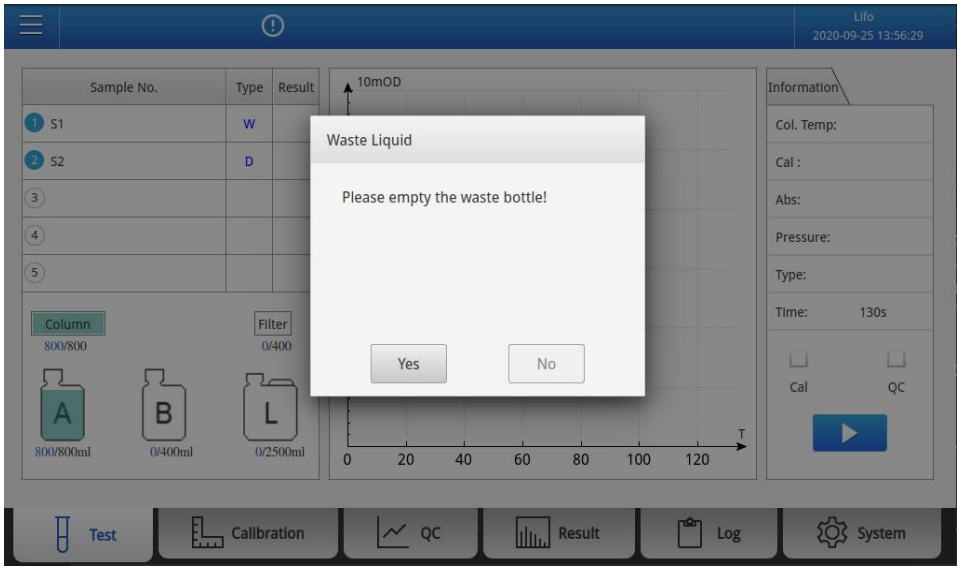

Fig. 5-15 After click "Yes"button
3)According to the operating instrutions, loosen evacuation valve, then click “**Yes**” button. The **Fig. 5-15** is displayed.